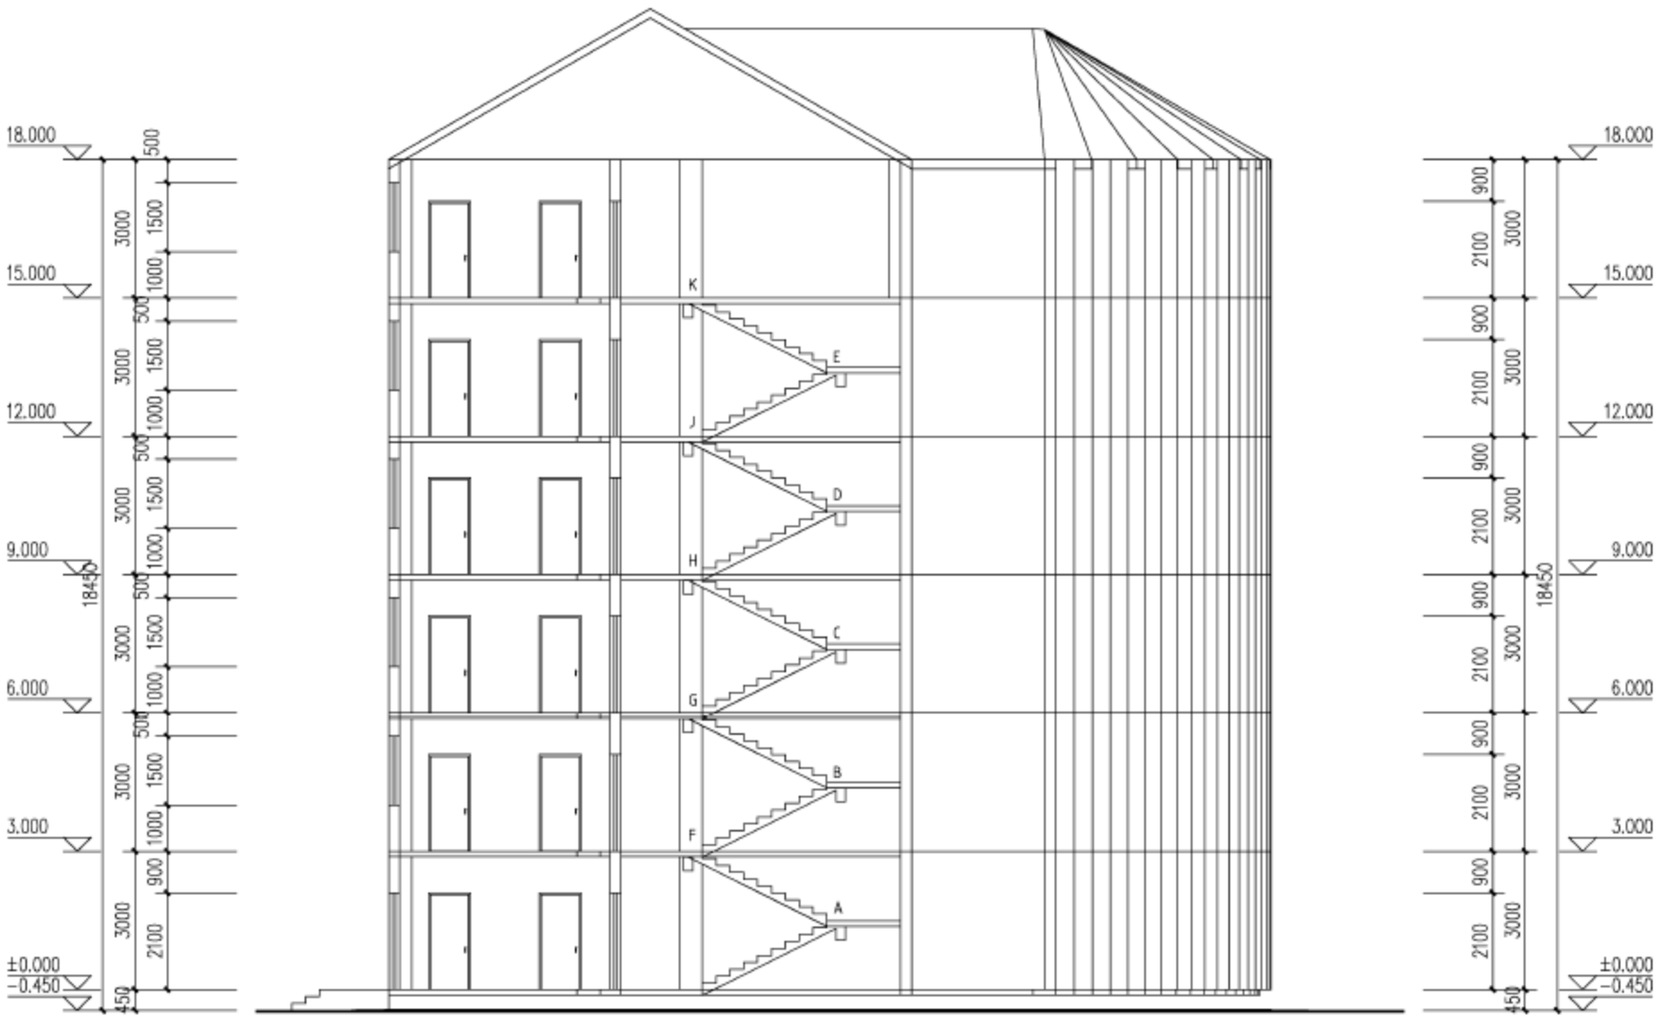

图 17-103　生成的剖断梁图
采用“加剖断梁”命令可以绘制楼板休息平台下的梁截面。生成的剖断梁如图 17-103 所示。
(2) 同理，单击菜单中的“剖面”→“加剖断梁”命令，给 B、C、D、E、F、G、H、J、K 点加剖断梁，结果如图 17-103 所示。